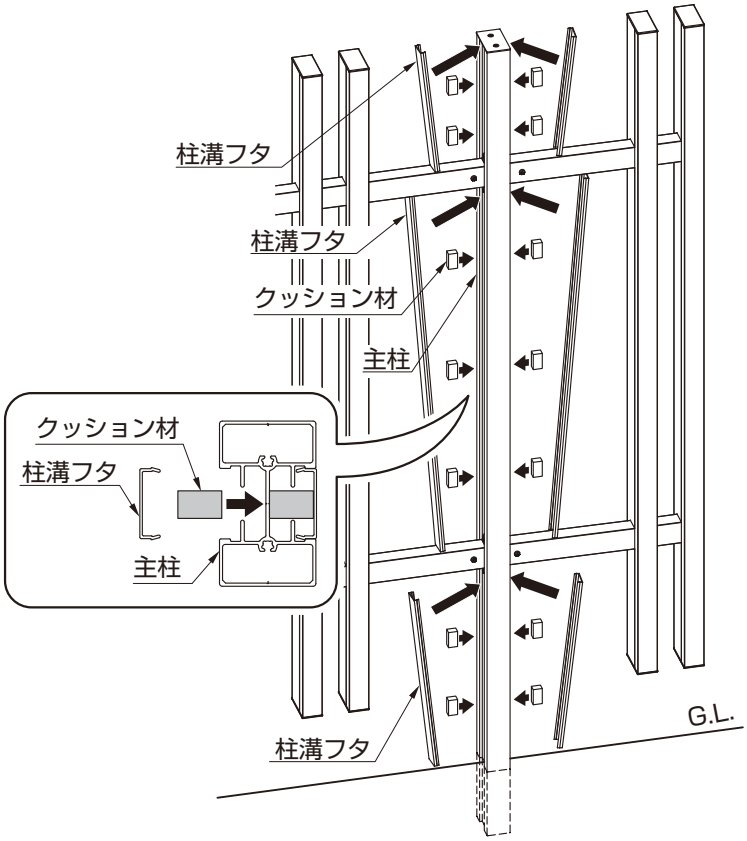

図2-2　直線施工の場合
①直線施工の場合は、柱溝フタのガタツキ防止のため、主柱にクッション材を適切な位置に貼付けてください。（図2-2参照）